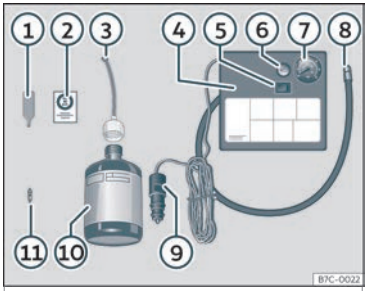

Abb. 34 Prinzipdarstellung: Bestandteile Pannenset.
Das Pannenset befindet sich im Gepäckraum unter dem Bodenbelag. Es besteht aus folgenden Bestandteilen››› **Abb. 34** :
- Ventilkappe und Ventileinsatz vom Reifenventil abschrauben. Verwenden Sie den Ventileinsatzdreher››› **Abb. 34** (1) zum Herausschrauben des Ventileinsatzes. Legen Sie den Ventileinsatz auf einem sauberen Untergrund ab.
- Reifendichtmittelflasche kräftig schütteln ››› **Abb. 34** (10).
- Schrauben Sie den Einfüllschlauch ››› **Abb. 34** (3) auf die Dichtmittelflasche. Die Folie am Verschluss wird automatisch durchstoßen.
- Verschlussstopfen vom Einfüllschlauch ››› **Abb. 34** (3) entfernen und das offene Ende ganz auf das Reifenventil stecken.
- Ventileinsatz mit dem Ventileinsatzdreher ››› **Abb. 34** (1) wieder in das Reifenventil schrauben.
- Reifenfüllschlauch››› **Abb. 34** (8) des Luftkompressors fest auf das Reifenventil schrauben.
• Prüfen, ob die Luftablassschraube ››› **Abb. 34** ⑥ zugedreht ist.
• Stecker››› **Abb. 34** ⑨ in die 12 Volt-Steckdose des Fahrzeugs stecken››› **Seite 152** .
• Luftkompressor mit dem EIN- und AUS-Schalter››› **Abb. 34** ⑤ einschalten.
• Kleben Sie den Aufkleber››› **Abb. 34** ② im Sichtfeld des Fahrers auf das Kombi-Instrument.
Den Reifenfüllschlauch››› **Abb. 34** ⑤ wieder anschließen und den Reifenfülldruck an der Reifenfülldruckanzeige ⑥ ablesen.